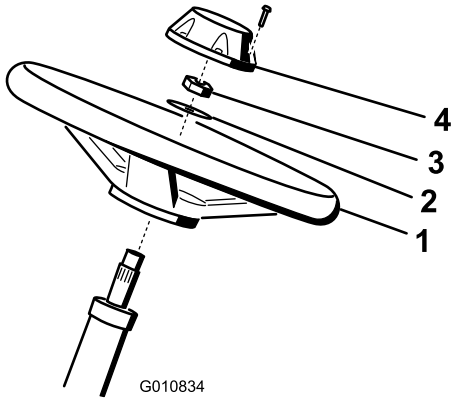

Figur 3
1. Sæt rattet på ratstammen (Figur 3).
2. Sæt spændeskiven på ratstammen (Figur 3).
3. Fastgør rattet til akslen med en kontramøtrik og spænd den til 27-35 Nm (Figur 3).
4. Sæt hætten på rattet og fastgør den med en skrue (Figur 3).